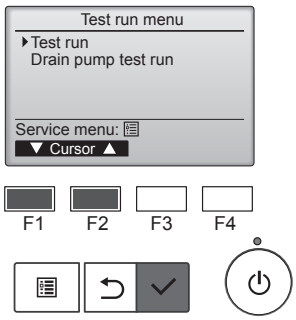

Fig. 7-2
② Select “Test run” from the Test run menu, and press the [SELECT] button. (Fig. 7-2)
③ The test run operation starts, and the Test run operation screen is displayed.